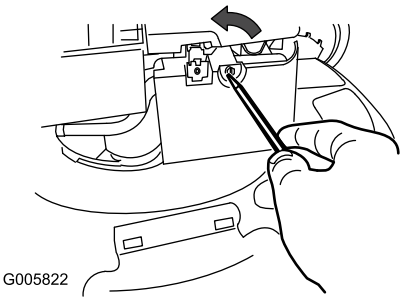

Figura 21
1. Utilice un destornillador para abrir la tapa del filtro de aire (Figura 21).